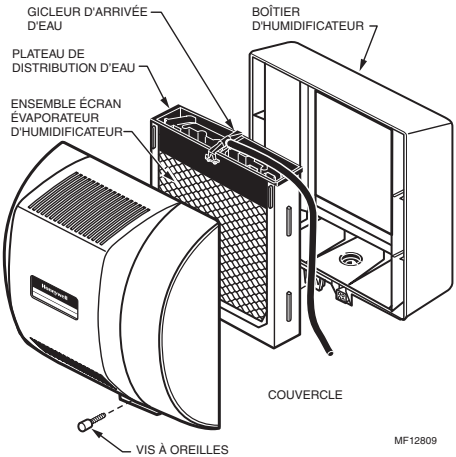

**Fig. 14. Nettoyage de l'humidificateur.**
2. Enlever le couvercle de l'humidificateur en débranchant le connecteur et en dévissant la vis à oreilles. Tenir la partie inférieure du couvercle et tirer vers soi Voir la Fig. 14.